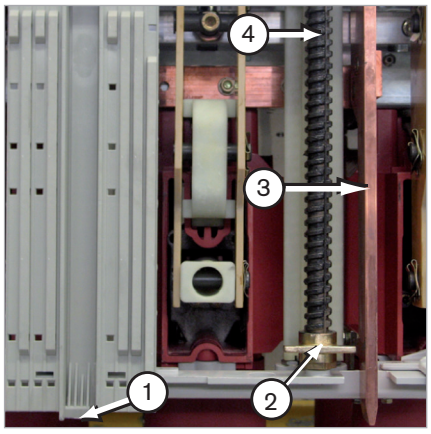
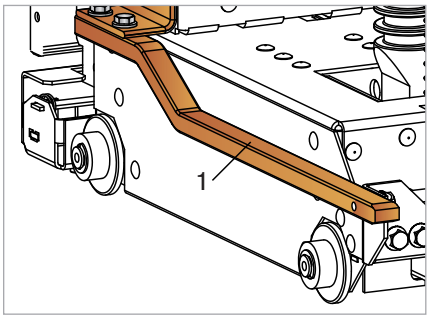

Fig. 21
Fig. 24
- Les modules pont de barres HVX doivent verrouiller le disjoncteur dans la cellule (Fig. 21).
Le disjoncteur HVX-E est disponible en option avec une mise à la terre à l'épreuve des courts-circuits (Fig. 21 numéro 3 et Fig. 24).